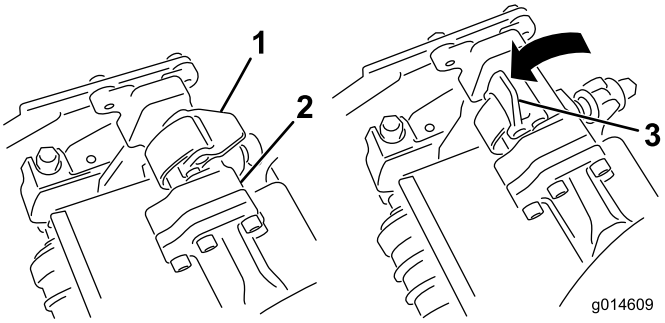
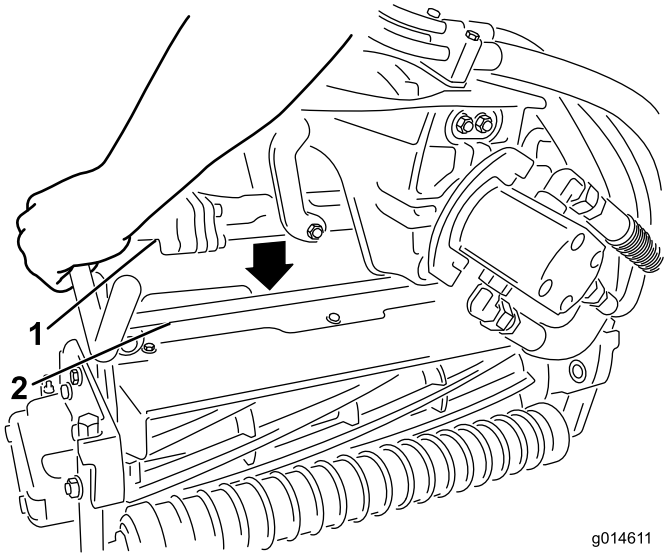

Figur 33
Figur 34
4. Mens låsehåndtagene på affjedringsarmen peger opad (dvs. er åbne) (Figur 33), skal du skubbe affjedringsarmen ned, så stangen kan sættes over tværstangen på klippeenheden øverst oppe (Figur 34).
5. Luk låsehåndtagene ned og omkring klippeenhedens stang, og lås dem på plads (Figur 33).
5. Åbn låsehåndtagene på affjedringsarmens stang på klippeenheden, som du fjerner (Figur 33).